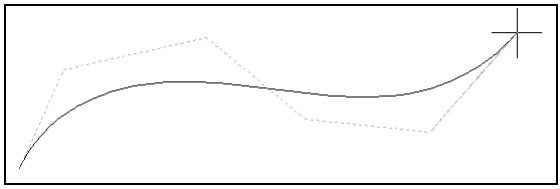

Рис. 3.93. Управляющие точки сплайна
Если в качестве способа построения выбрать управляющие точки (опция **УВ** (CV)), то AutoCAD будет запрашивать не определяющие точки, а вершины вспомогательной ломаной линии (рис. 3.93).